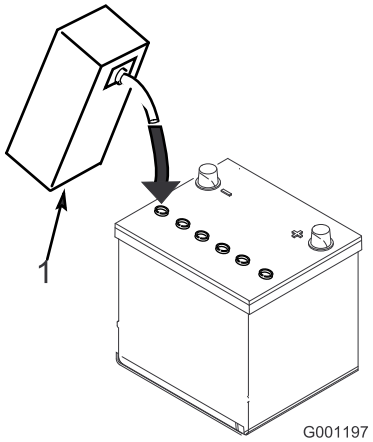

**Figuur 10**
3. Giet voorzichtig accuzuur in elke cel totdat de vloeistof ongeveer 6 mm boven de platen staat (Figuur 10).
4. Laat de platen ongeveer 20 tot 30 minuten weken in het accuzuur. Vul indien nodig bij totdat het accuzuur ongeveer 6 mm van de onderkant van de vulbuis staat (Figuur 10).